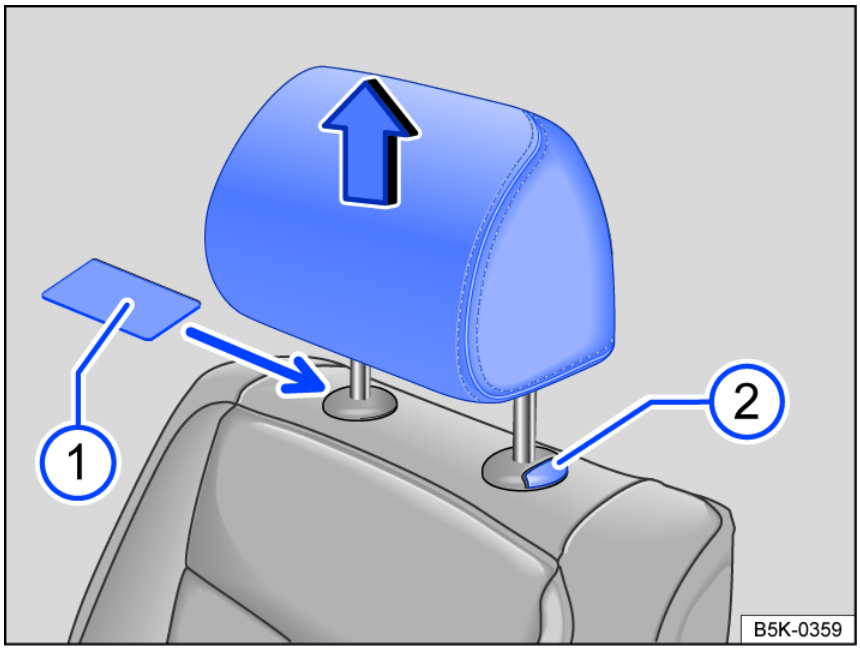

Fig. 68 Front head restraints: removing.
3. To unlock, insert a flat object, e.g. a plastic card *fig. 68* between the backrest cover and the head restraint guide pin cap.
4. Pull the head restraint all the way out while pressing the button *fig. 68* fully.
3. Press the button *fig. 68* fully and slide the head restraint down as far as it will go.